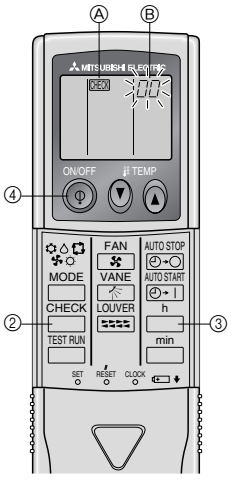

Fig. 7-4
7.3.2. Für die drahtlose Fernbedienung (Fig. 7-4)
① Den Netzstrom einschalten.
② Die [CHECK] (PRÜFEN)-Taste zweimal drücken